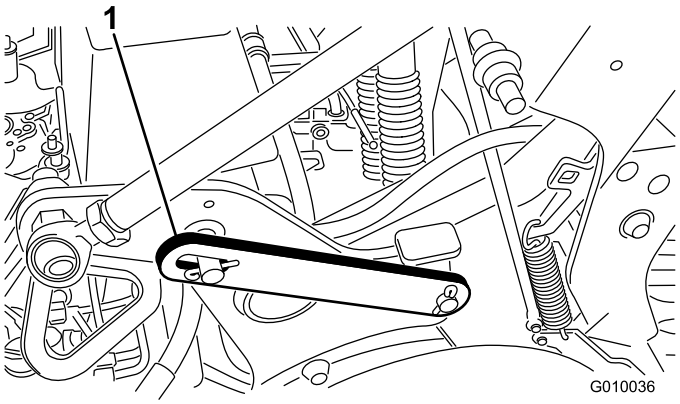

**Figuur 20**
2. Verwijder de borgveer waarmee de onderhoudsvergrendeling vastzit in de opbergstand (Figuur 20).